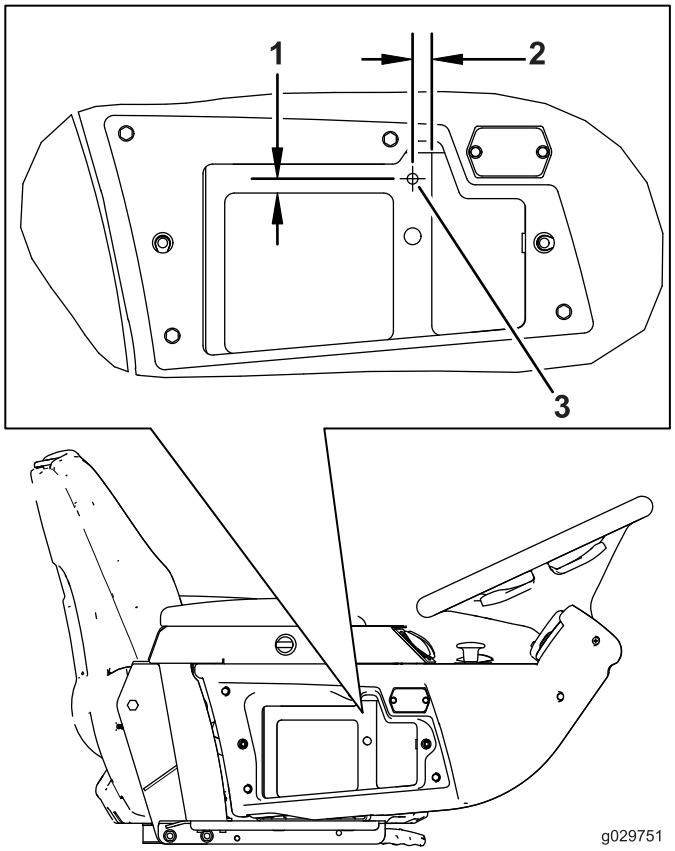

Bild 6
2. Verwenden Sie die in Bild 6 abgebildeten Abmessungen und markieren und bohren Sie ein 4,5 mm großes Loch durch die Abdeckung des Steuerarms und den Steuerarm.